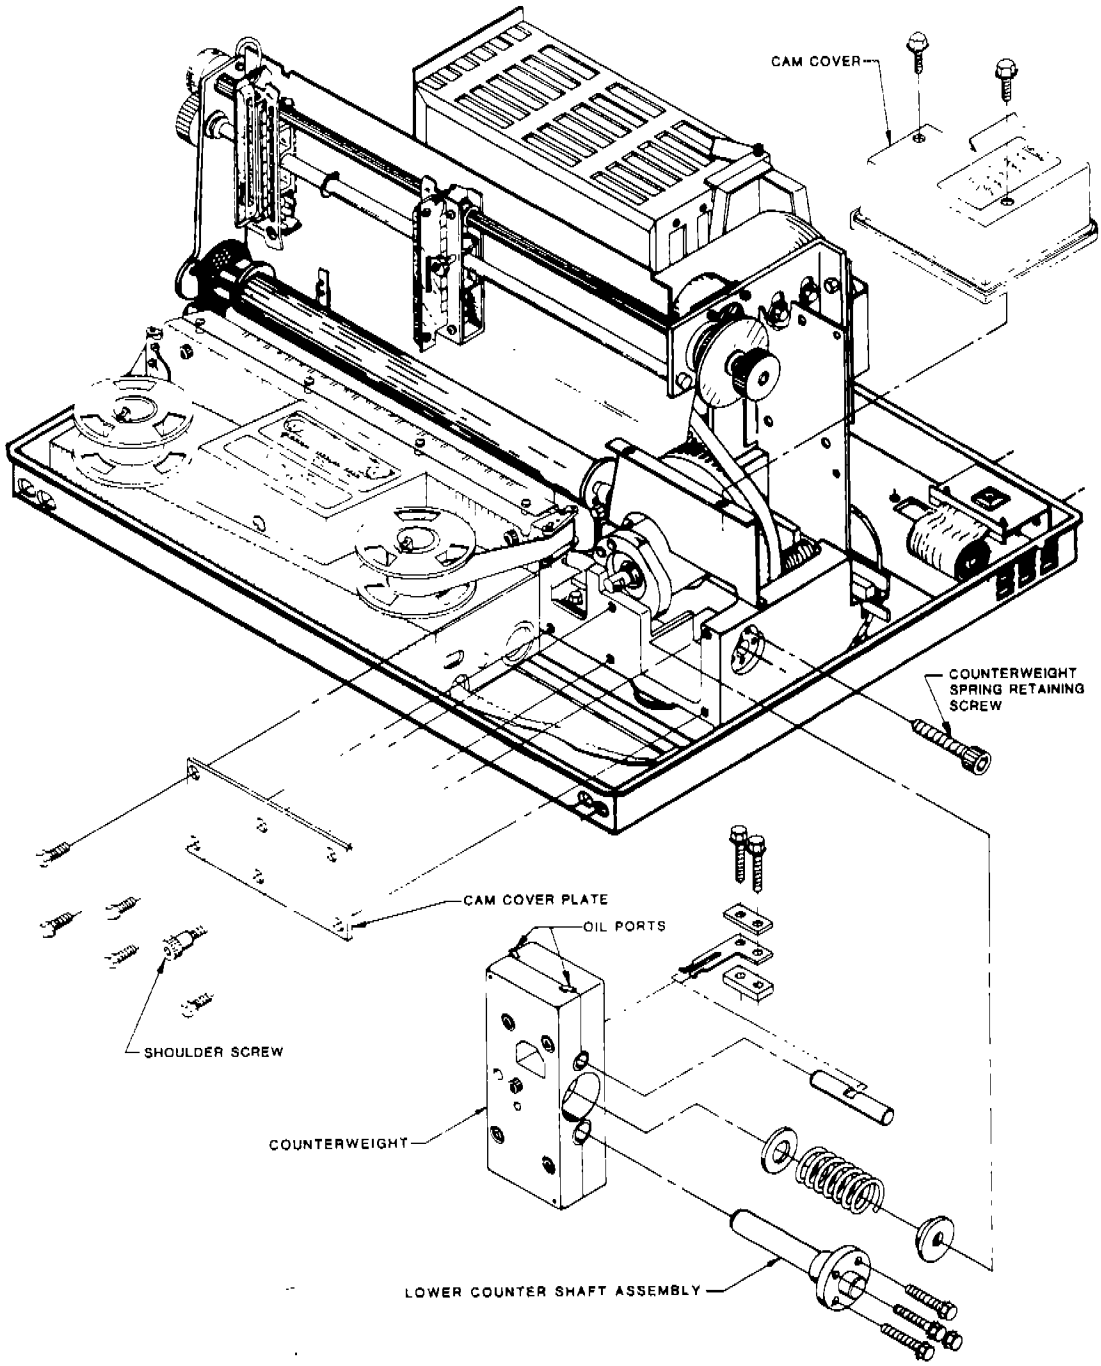

FIGURE 3-14.
To remove the Counterweight Assembly, (Figure 3-14) perform the following steps:
4. Remove the four screws from the Lower Shaft Assembly (Figure 3-14). Gently pry the Lower Counter Shaft Assembly out of the counterweight.